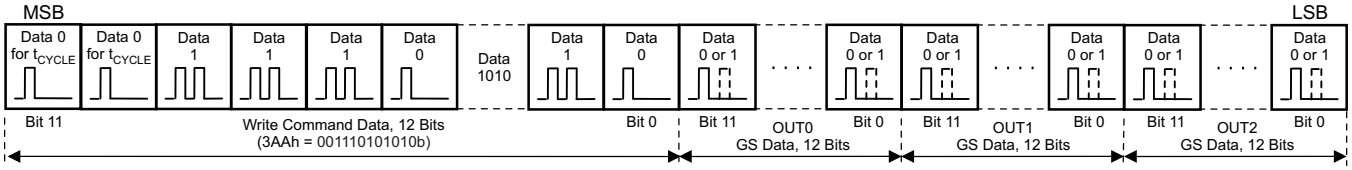
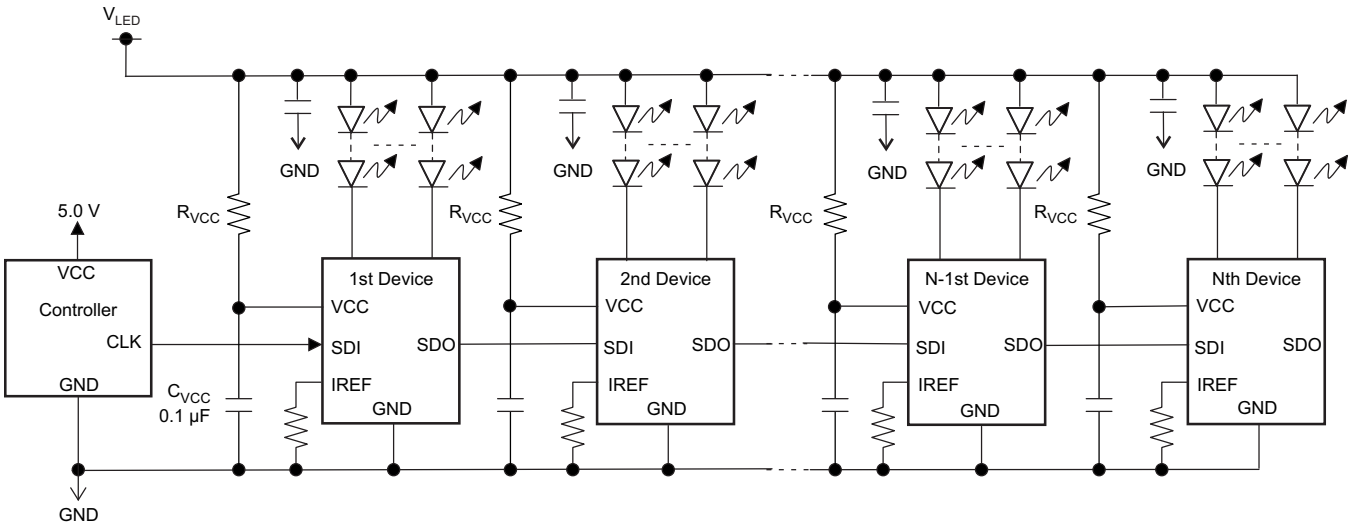

Figure 18. 48-Bit Data Packet Configuration for One TLC5973
Figure 19. Cascade Connection of *N* TLC5973 Units (Internal Shunt Regulator Mode)
The 12-bit write command and 36-bit grayscale (GS) data for OUT0 to OUT2 (for a total of 48 bits of data) must be written to the device. Figure 18 shows the 48-bit data packet configuration. When multiple devices are cascaded (as shown in Figure 19), *N* times the packet must be written into each TLC5973 in order to control all devices. There is no limit on how many devices can be cascaded, as long as proper VCC voltage is supplied. The packet for all devices must be written again whenever any GS data changes.